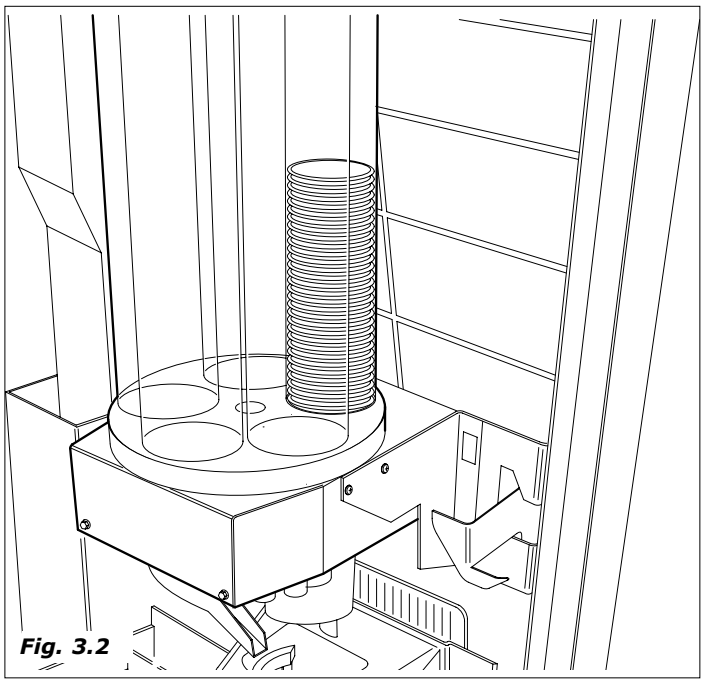

Fig. 3.2
– o motor no interno do cup dispenser movimenta o dispositivo para separar e deixar cair o copinho na aposito suporte no interno do espaço distribuição *(Fig.3.2)*.